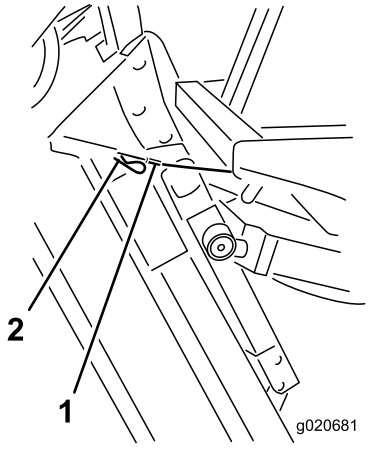

Figuur 107
6. Houd het maaidek verticaal, plaats het kabeleind op de pen op de hefarm van het maaidek en zet dit goed vast met de R-pen (Figuur 107).